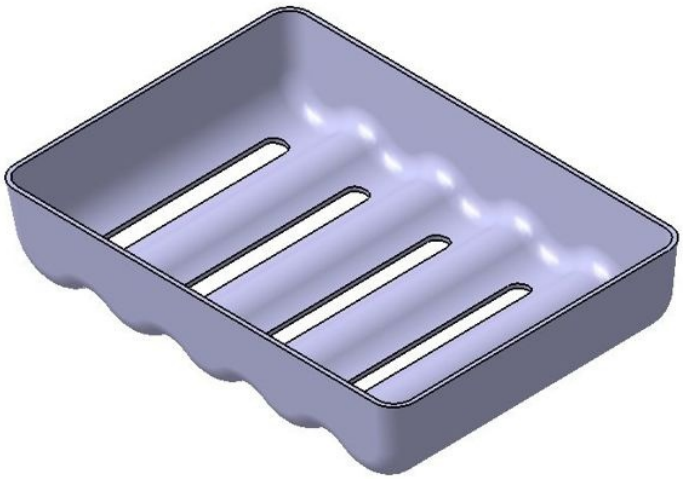

Figure 8-96 *The model after creating the pattern*
7. Set the value of the **Instance(s)** spinner to **5** and the **Spacing** spinner to **97.7**. Make sure that the **Keep specifications** check box is selected to retain the specification of the original instance. Then, choose the **OK** button from the **Rectangular Pattern Definition** dialog box to accept the entered values. The model after patterning the pocket feature is shown in Figure 8-96.